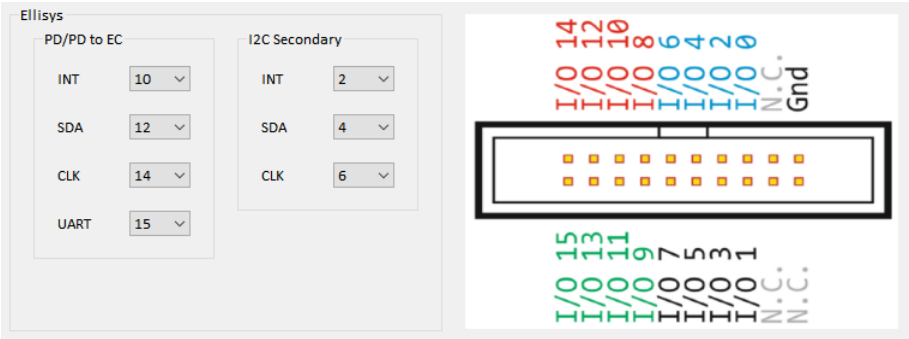

Figure 10 Ellisys mode
c. This section will be switch to Ellisys mode while work in “Ellisys C-Tracker” mode (Figure 10).